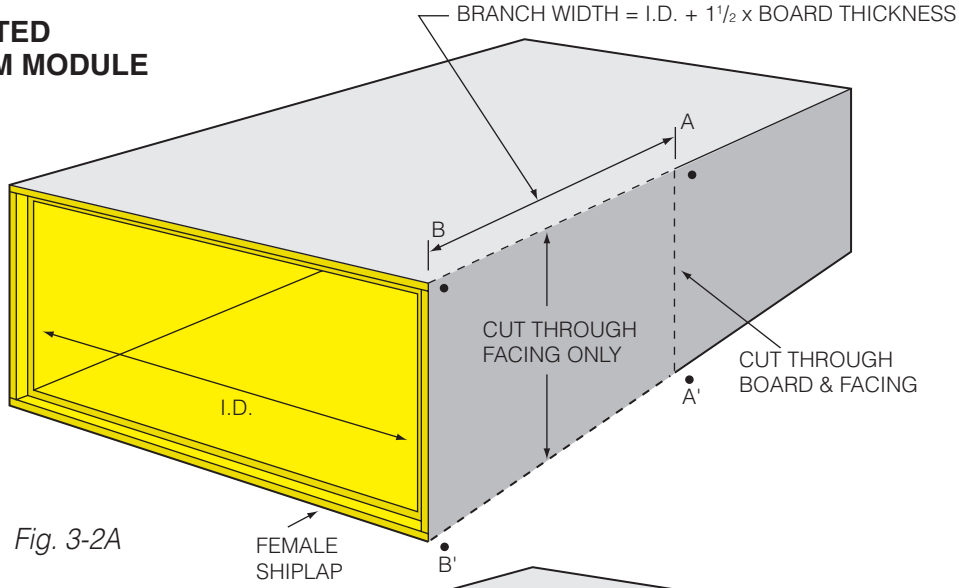

Fig. 3-2A
1. Cut on dashed lines A - B and A' - B' with straight knife: through facing only along duct corners. Cut on dashed line A - A' through board and facing across square edge tap-out panel. See Fig. 3-2A and 3-2B.